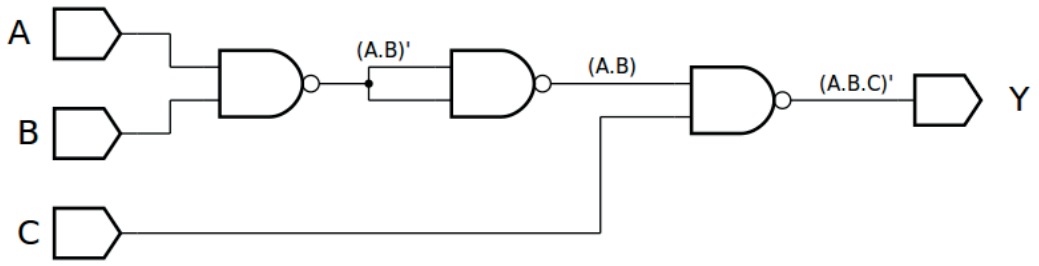
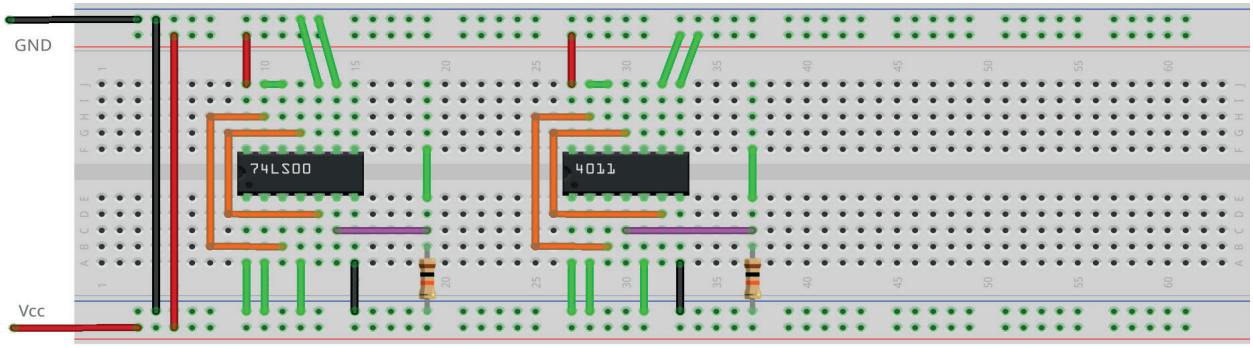
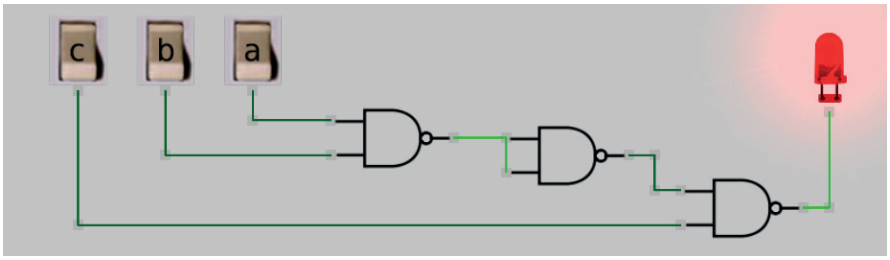
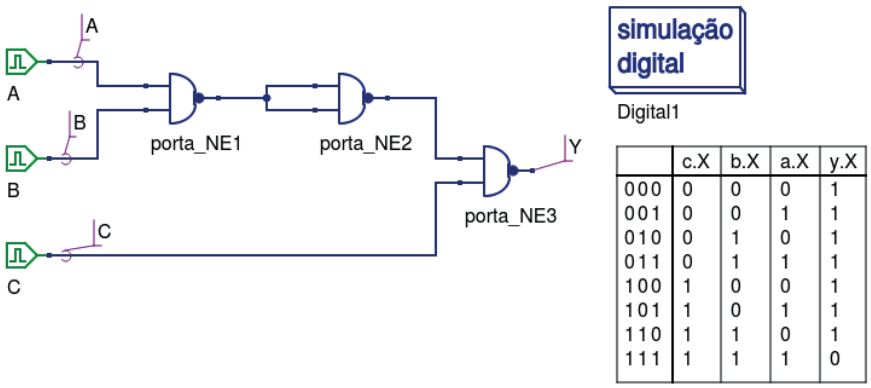

Figura 3.22 – Diagrama esquemático.
Figura 3.23 – Placa de montagem com componentes.
Figura 3.24 – Simulação da porta NE com 3 entradas no Atanua.
Figura 3.25 – Simulação da porta NE de 3 entradas no Qucs.
1. Monte o circuito da figura 3.22, conforme mostrado na figura 3.23, na placa de montagem.
d) Conecte os fios verdes. Os fios verdes estão conectados ao terra e portanto fornecendo valor lógico (0) às entradas de todas as portas do CI.
8. Simule, no computador, o circuito da figura 3.22 utilizando os programas SmartSim e Atanua (figura 3.24) e Qucs (figura 3.25). Compare os resultados com a tabela 3.8.